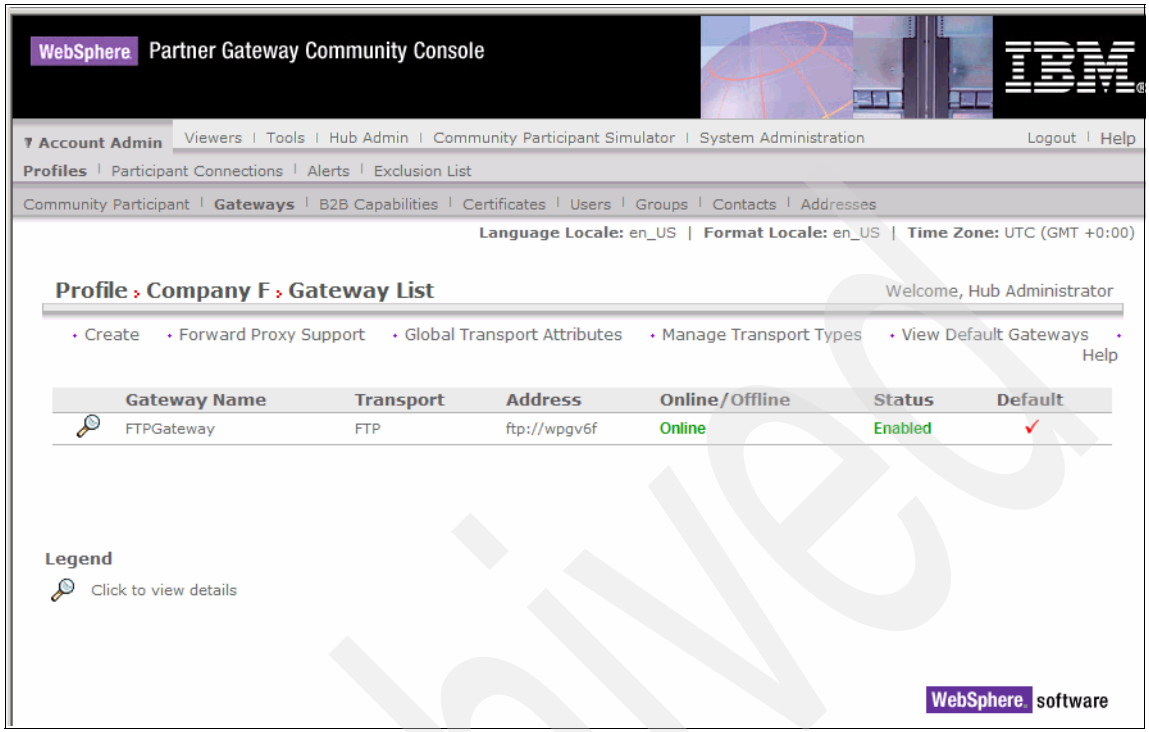

Figure 12-11 List of Gateways for Company F
8. Select **FTPGateway** as the production gateway and click **Save**. We see a list of gateways for Company F as shown in Figure 12-11 on page 354.